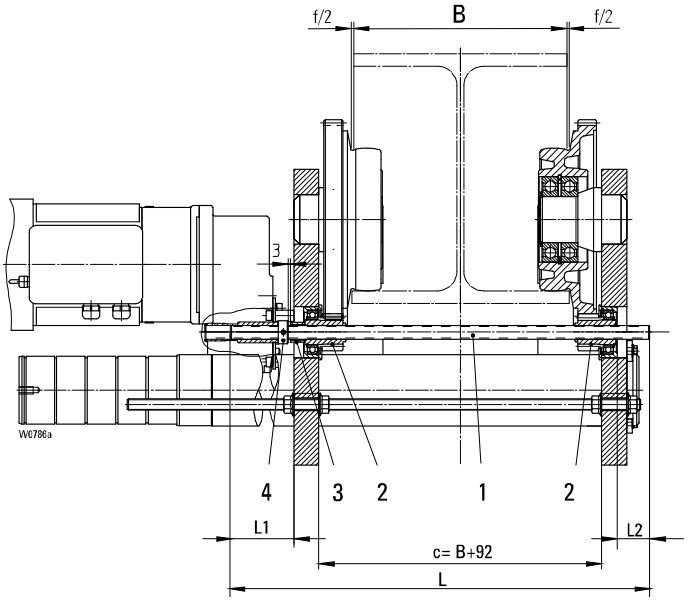

Рис. 19.
- Используйте соединительные пальцы и сквозной привод в соответствии с шириной балки "B" (размеры см. Рис. 19. стр. 27).